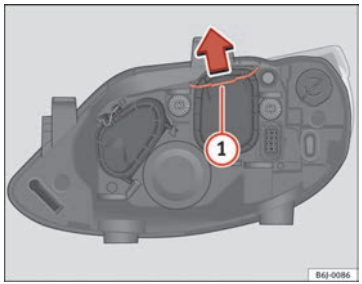

Fig. 151 Dipped beam headlights
– Move the loop ⇒ fig. 151 (1) in the direction of the arrow and remove the cover.